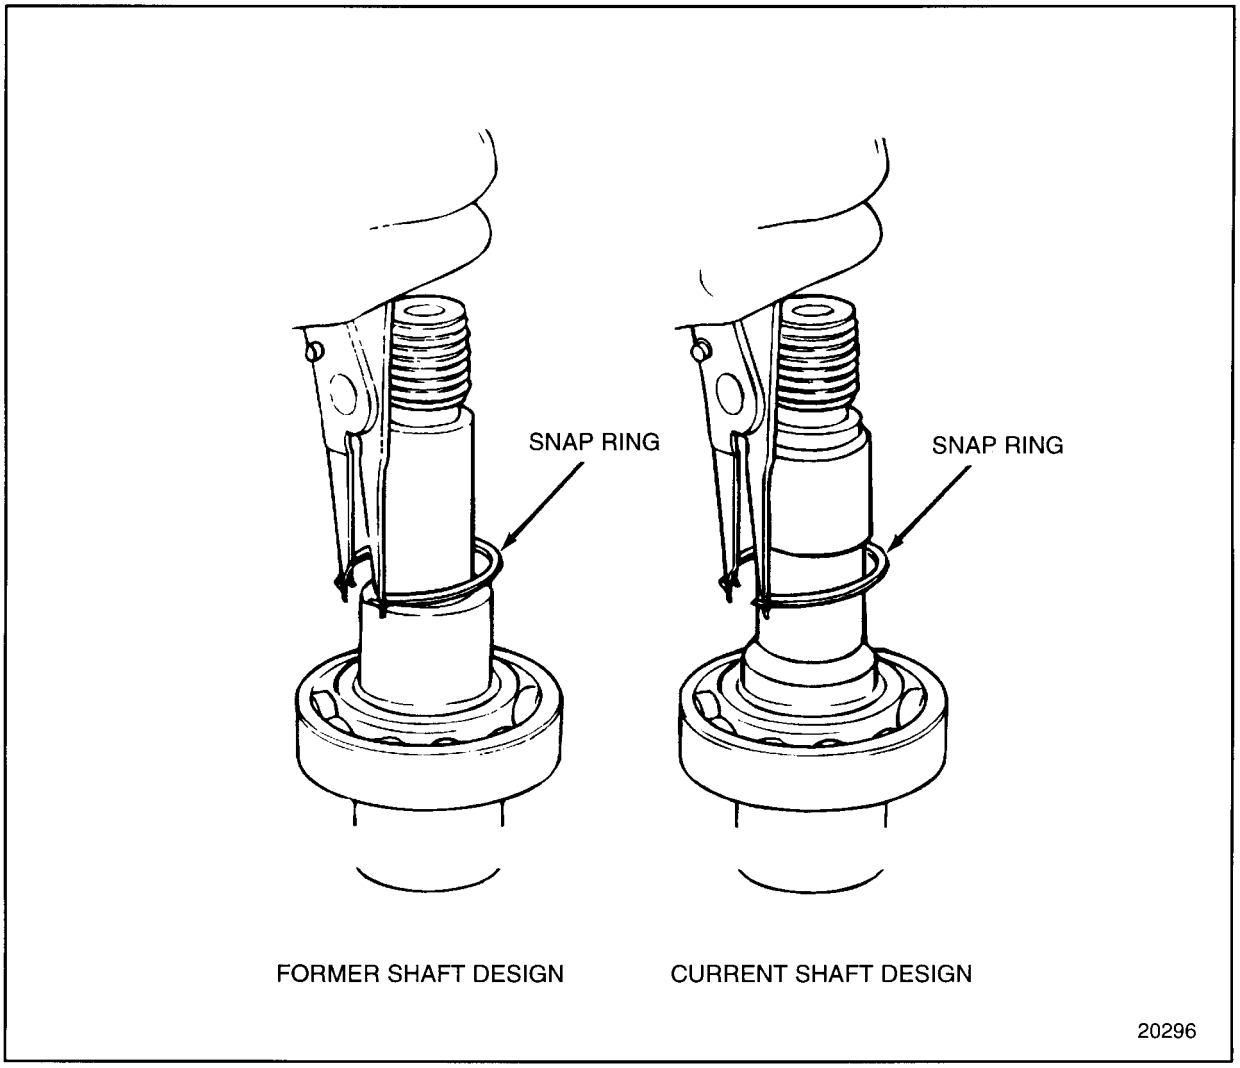

Figure 1-466 Snap Ring Removal
16. Remove the snap ring from the accessory drive shaft. See Figure 1-466.